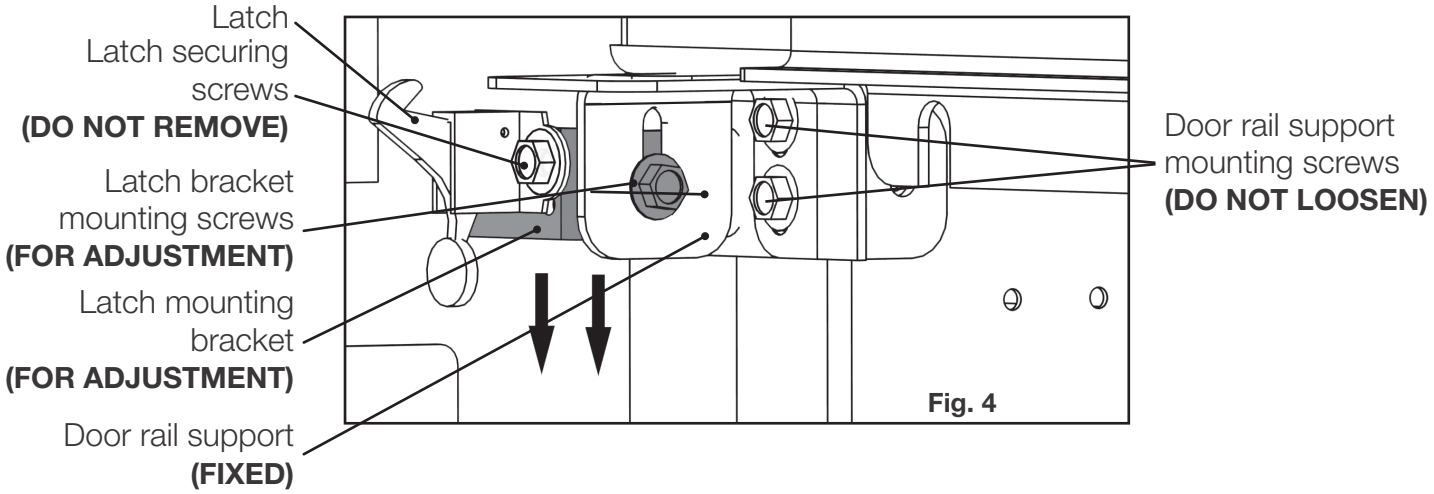

Fig. 4
4. For ease of fitting, the latch securing screws should be located at the bottom of their slots. it may be necessary to loosen the latch securing screws and slide them all the way down. Retighten the latch securing screws loosely taking care not to overtighten **(Fig. 4**). Repeat for other end of GGA-1.